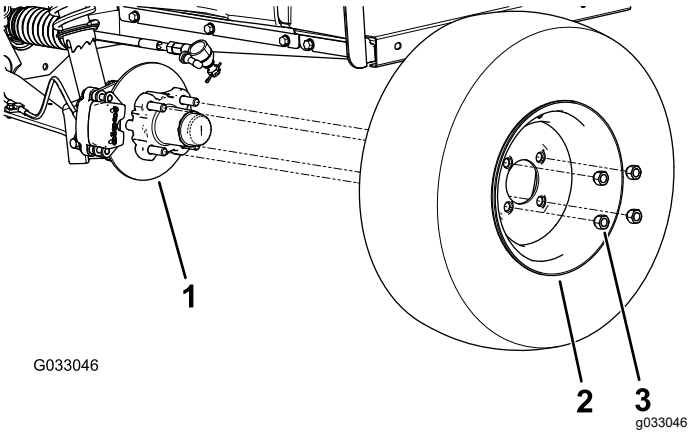

Figur 32
2. Fjern de 4 låsemøtrikker, der fastgør hjulet på navet (Figur 32).
4. Ret hullerne i hjulet ind efter hjultapperne i navet, og monter hjulet på navet med ventilspindlen siddende udvendigt (Figur 32).
5. Fastgør hjulet til navet ved hjælp af låsemøtrikkerne (Figur 32).